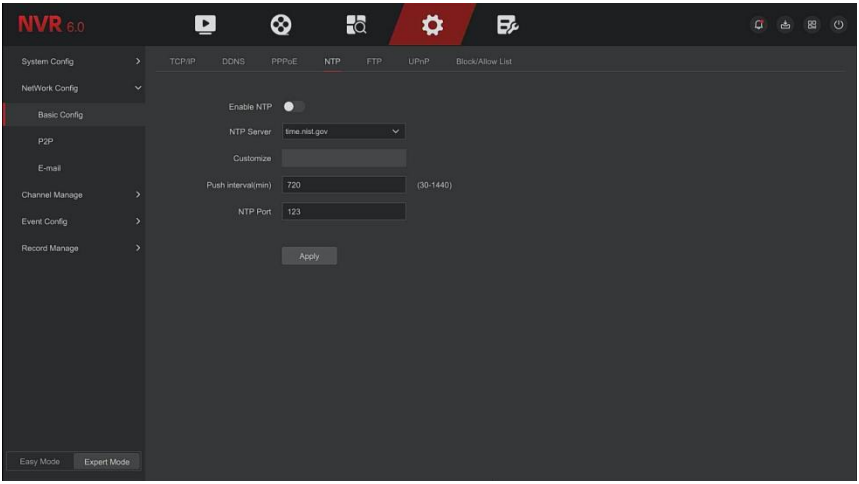

Figure 5-67
Step 1: In the main menu, click " Config → Expert Mode → Network Config → Basic Config →NTP" to enter NTP to setthe interface, as shown in Figure 5-67 below.